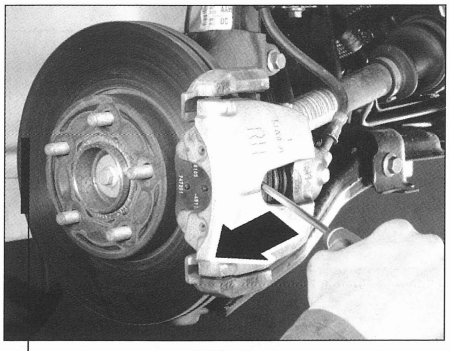

FIG. 6
• Deslizar un destornillador entre el disco y la pinza y hacer progresivamente palanca para conseguir un ligero juego entre las pastillas y el disco **(fig. 6)**.